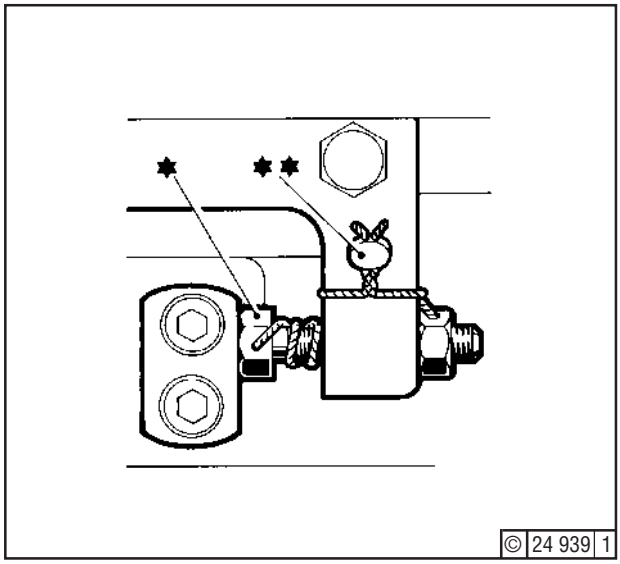

Fig. 19
13. Check that linkage abuts at top screw (*) - Fig. 19 - when pushed to maximum load (point A13).